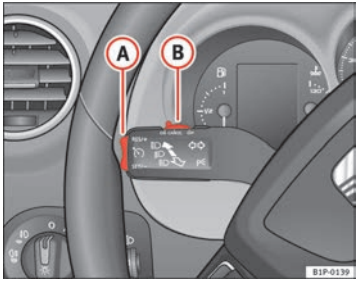

Fig. 135 Indicator and main beam headlight lever: switch and rocker switch for the cruise control
- when the lever (B) is moved to the position “CANCEL” without reaching the “OFF” position. Once the “CANCEL” operation is completed, the lever is released and returns to its initial position.
To resume the cruise control, release the brake or clutch pedal or reduce the vehicle speed to less than 180 km/h and press once on the upper part of the rocker switch **RES/+** ⇒ fig. 135 (A).